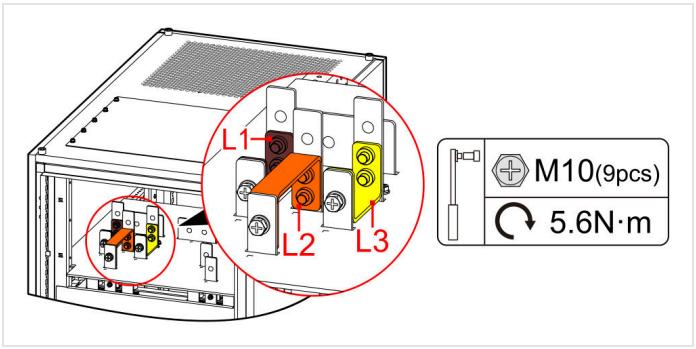

FIGURE 4-34 Fit the links L1, L2, L3 (135–200 kVA: M10 × 9, 50 lb-in / 5.6 N·m as marked)
2. Fit the three links between the utility input bus bars (L1, L2, L3) and the bypass input bus bars (Figure 4-34).